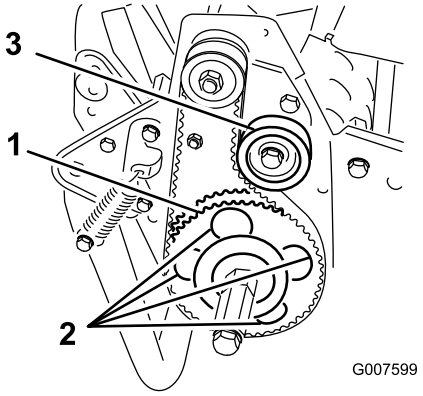

Figur 44
7. Vri den drevne remskiven helt til hullene står i kant med de fire vingeskruene på valselageret (Figur 44).
11. Juster remmen og stram monteringsskruen på lederullen (Figur 44).